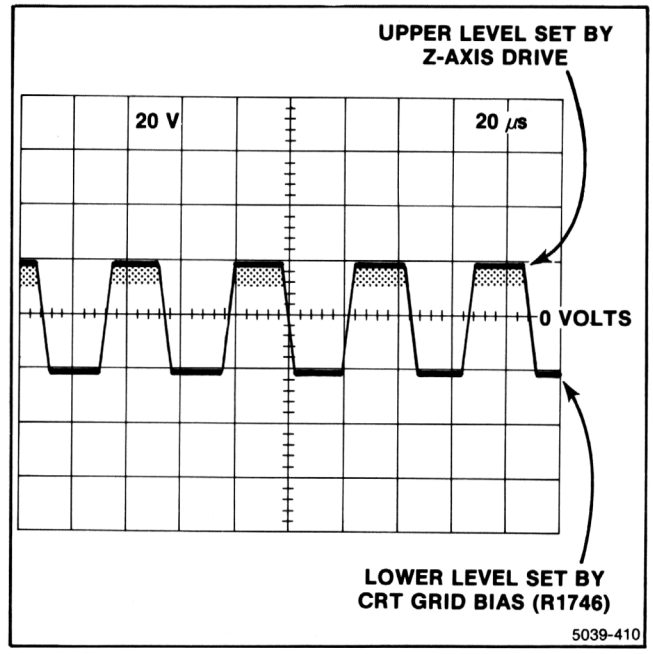

**Figure 4-8. Typical waveform at junction of R1811 and CR1747 on the A22 High Voltage Board.**
2. Check that the waveform at the junction of A22R1811 and A22CR1747 is similar to that shown in Figure 4-8.
If the waveform is not like that of Figure 4-8, check the Z-Axis Amplifier by advancing the INTENSITY setting; the positive level of the square wave should also rise until the Intensity Limiter limits the Z-Axis drive. Then check the Grid Bias circuit by changing the setting of CRT Grid Bias adjustment R1746; the negative level of the square wave should also change.